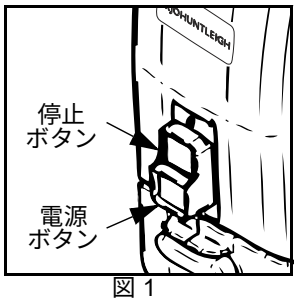

図 1
1. 赤い停止ボタンを押して、Maxi Move をオフにします（図 1 を参照）。